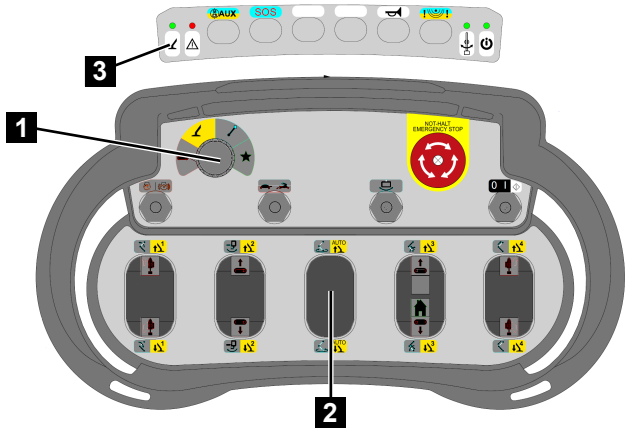

Fig. 133
3. Set the function selector to *[outrigger function]* (yellow) (Fig.133/1).
5. If the stabilisation is correct, the green lamp (Fig.133/3) will light up continuously.